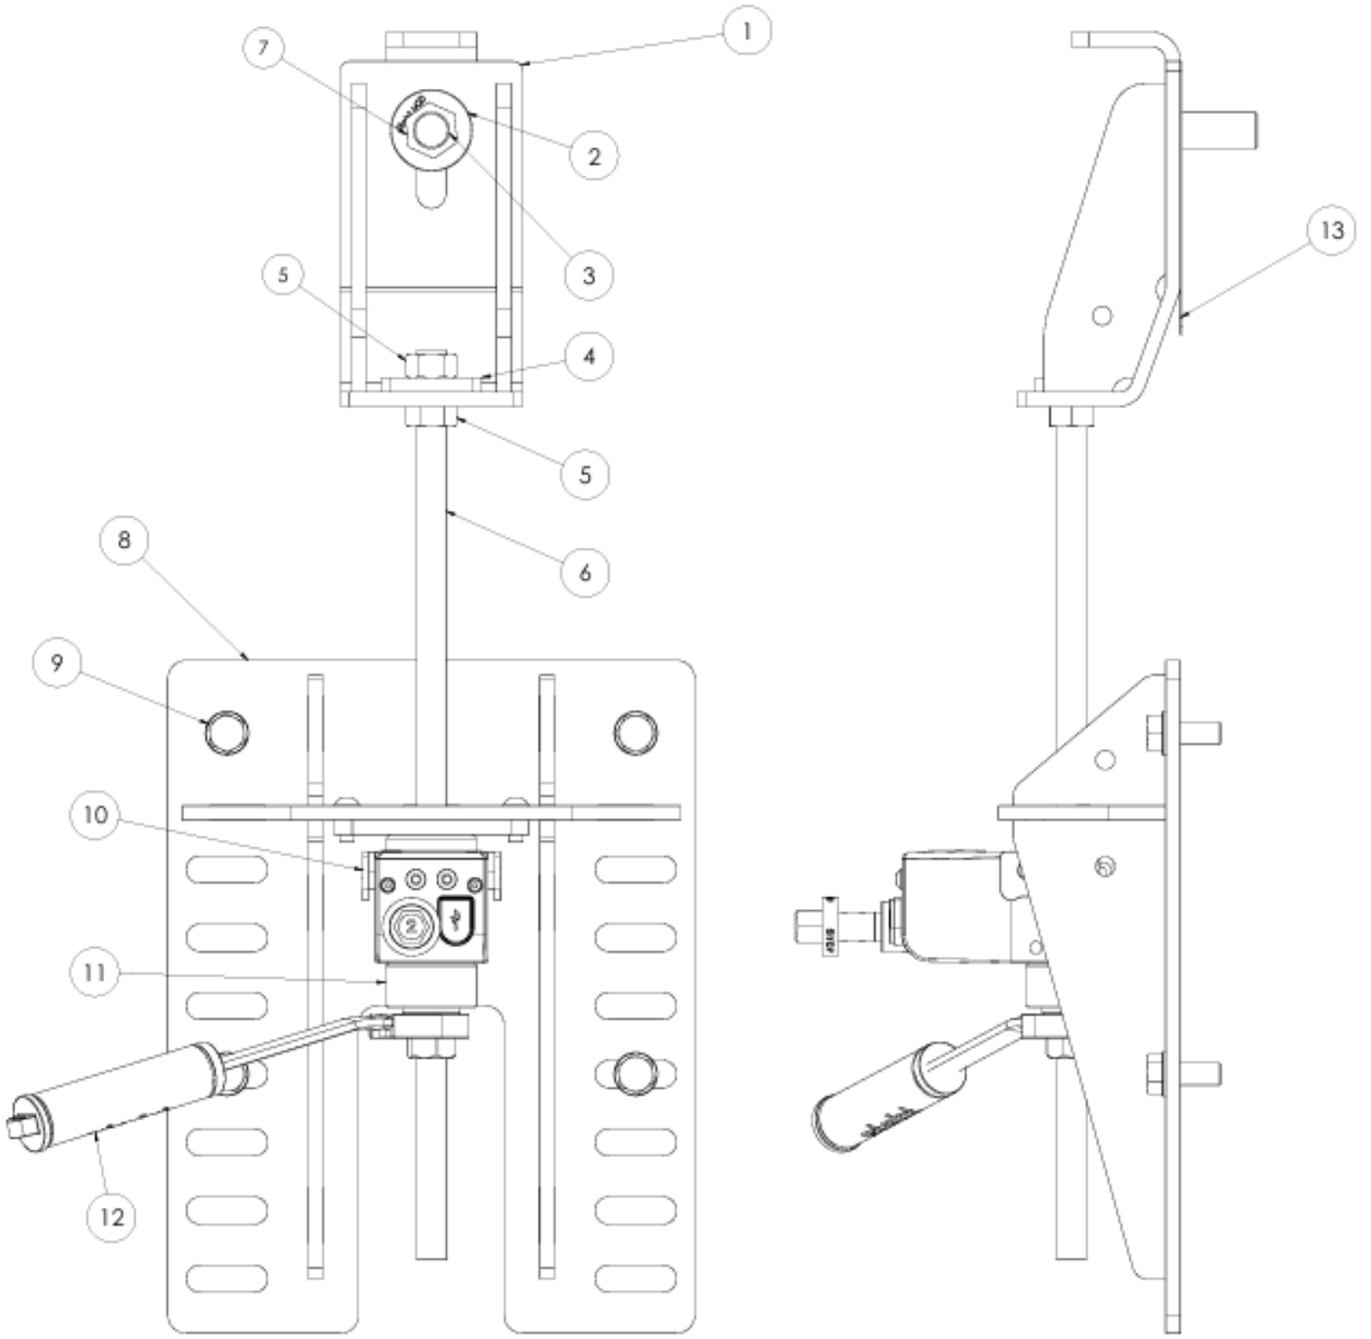

Fig 1
Fig 1 – (1) Shear Test Head, (2) Shear Head Bush, (3) Fixing to be tested, (4) Shear Head Reinforcing Plate, (5) M16 Nut(Fine pitch) (6) M16 Drop Rod (Fine Pitch) (7) Retaining Nut OR Staht Threaded Washer (8) Anchor Plate, (9) Anchor Plate Fixing, Max 14mm OD (Not Supplied) (10) Load Cell t25 / t60, (11) Thrust Nut, (12) 24mm Reversible Ratchet Spanner (13) Anti Friction Plate
iv. Marking the Anchor Positions - Thread the (8) Anchor Plate, (10) Load Cell t25 / t60 and (11) Thrust Nut onto the (6) M16 Drop Rod. **See Fig 1**. Position the Anchor Plate in a suitable position relative the shear test head (minimum 300mm away) and the underlying substrate. **Note**: If you are mounting on brick then align the fixings with the centre of the bricks. Minimum 4 fixings spaced as wide apart as possible on the anchor plate. Review the minimum anchor spacings on the anchor technical datasheets and review the ETA (European Technical Approval) for the anchor shear performance if available.